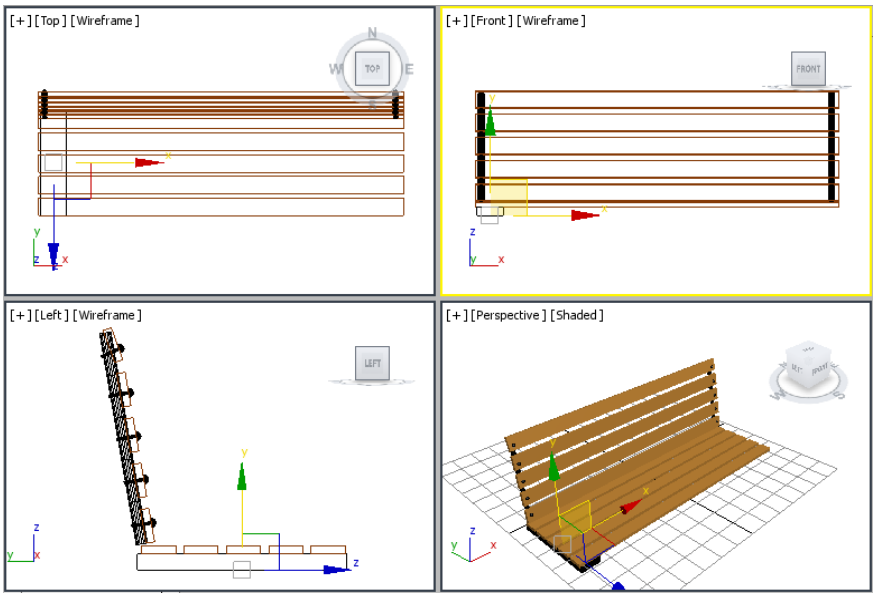

Figure 2-83 *Alignment of leg support001 with horizontal seat support*
5. Choose the **Select and Move** tool and align *leg support001* to the extreme left and below *horizontal seat support* in all viewports, refer to Figure 2-83.